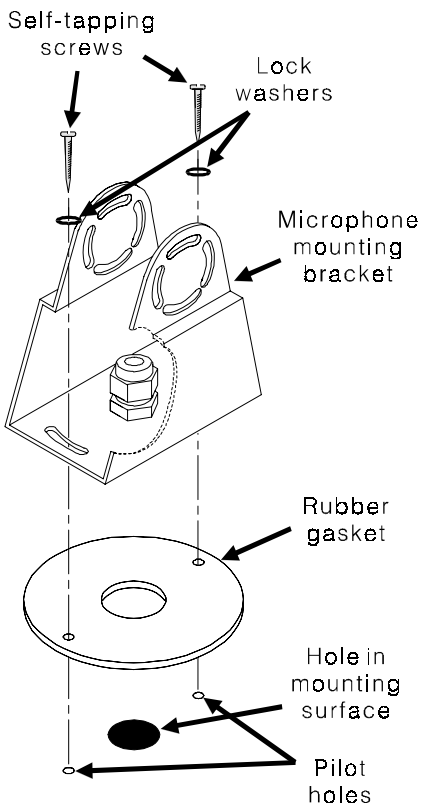

Figure E-3. Installing gasket and bracket
- Drill a $^{3}/_{16}$ inch (4.76 mm) hole through the selected mounting surface and center the enclosed rubber gasket over the hole, with the two screw holes in the gasket to the front and rear of the position the microphone will face as shown in Figure E-3. Mark the mounting surface through the two screw holes.
- Center the rubber gasket over the three holes and place the microphone mounting bracket over the gasket. Place one of the enclosed lock washers and self-tapping screws through the screw slot at the front of the bracket and the screw hole in the gasket below it as shown in Figure E-3. Using a high-speed drill, drill the screw through the mounting surface to secure the bracket in place. Do not over tighten the screw, or the metal bracket could be damaged. Secure the rear of the bracket in place with the remaining washer and screw in the same manner.